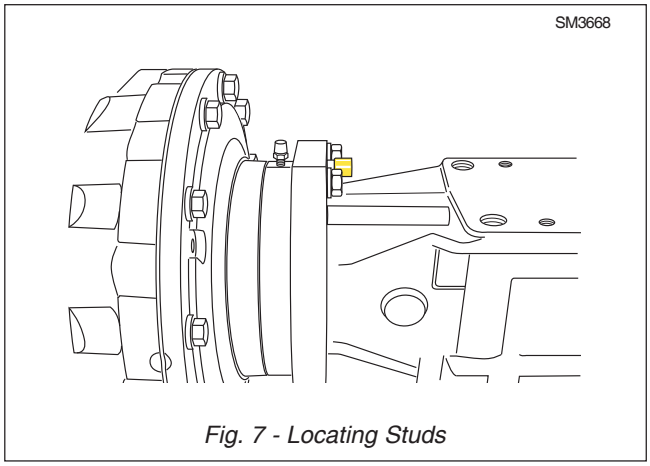

Fig. 7 - Locating Studs
18. Cylinder (27), piston (29), seal ring (28), o-ring (34) , seal ring (30), disc springs (31), thrust washers (32) and snap ring (33) ca n now be removed from the assembly.
19. Remove steel discs and inner discs (36 & 37) from the assembly. Pins (35) can also be removed once the discs have been removed.
20. Seal ring (39) should be removed from the bore of the wheel hub (41) as should o-ring (40).
21. Fit locating studs into threaded holes of the axle housing, into the wheel hub (41). This ensures the wheel hub (41) will not drop down , which could damage the valve (shown in yellow). Refer to Fig. 7.